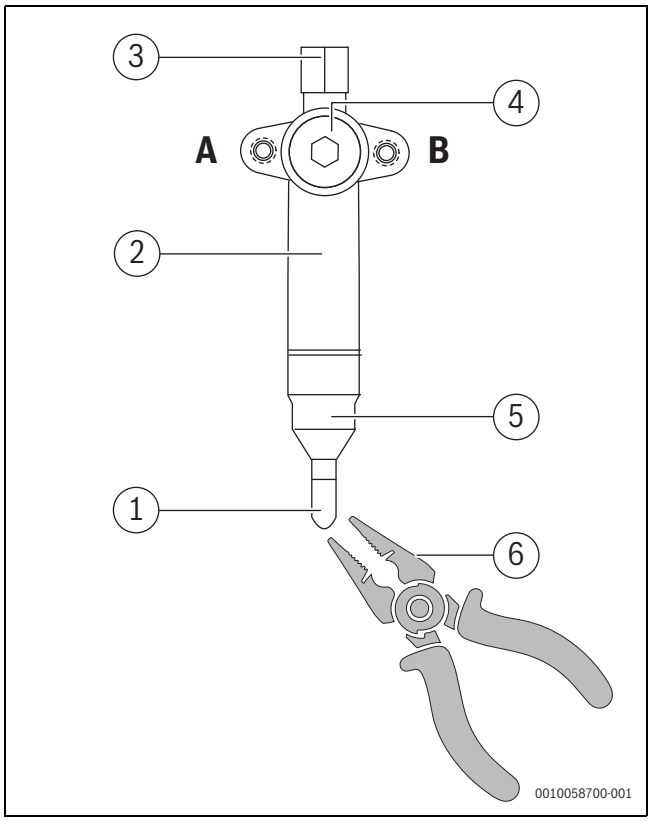

Fig. 20
- ▶ Refer to Fig. 20 for more instructions.